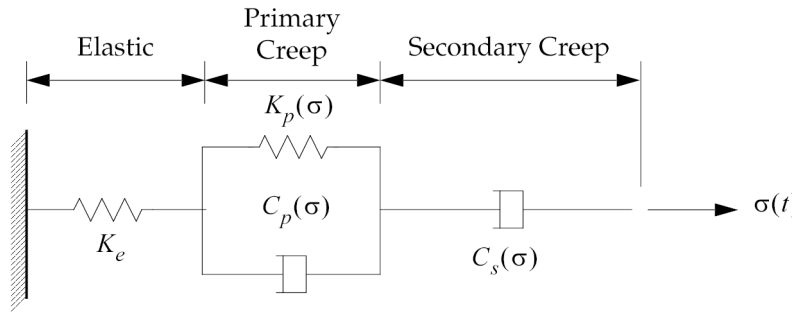

Figure 12-44. CREEP Parameter Idealization
4. Creep model parameters K_p, C_p, and C_s represent parameters of the uniaxial rheological model as shown in Figure 12-44.